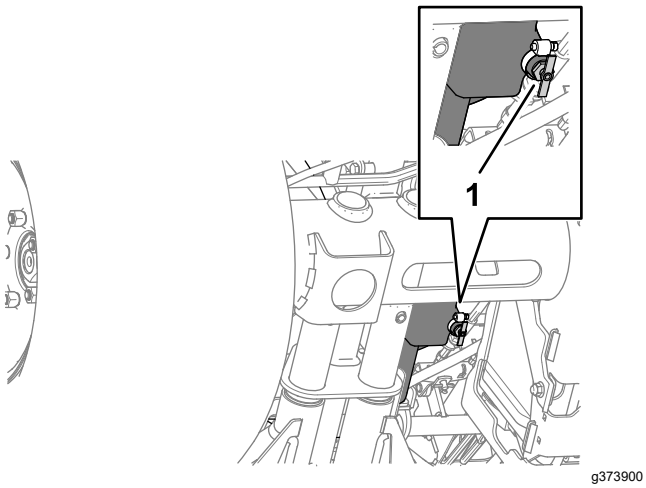

**Figuur 89**
2. Zet een opvangbak onder het aftapventiel van de brandstoftank (Figuur 89).